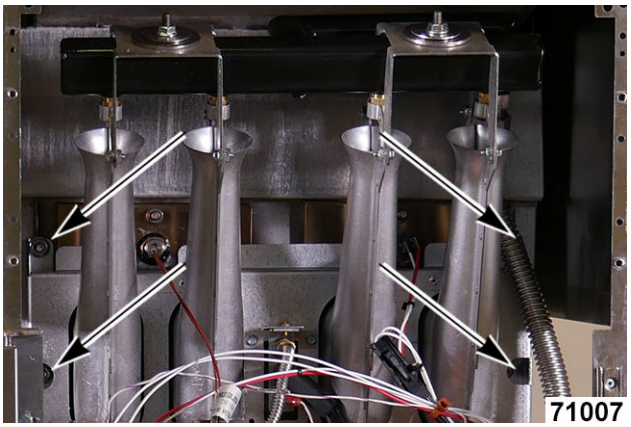

Fig. 27
7. Remove burner mounting nuts from tank welded stud (Fig. 27).
16. Install and tighten burner mounting nuts to tank welded studs Fig. 27.